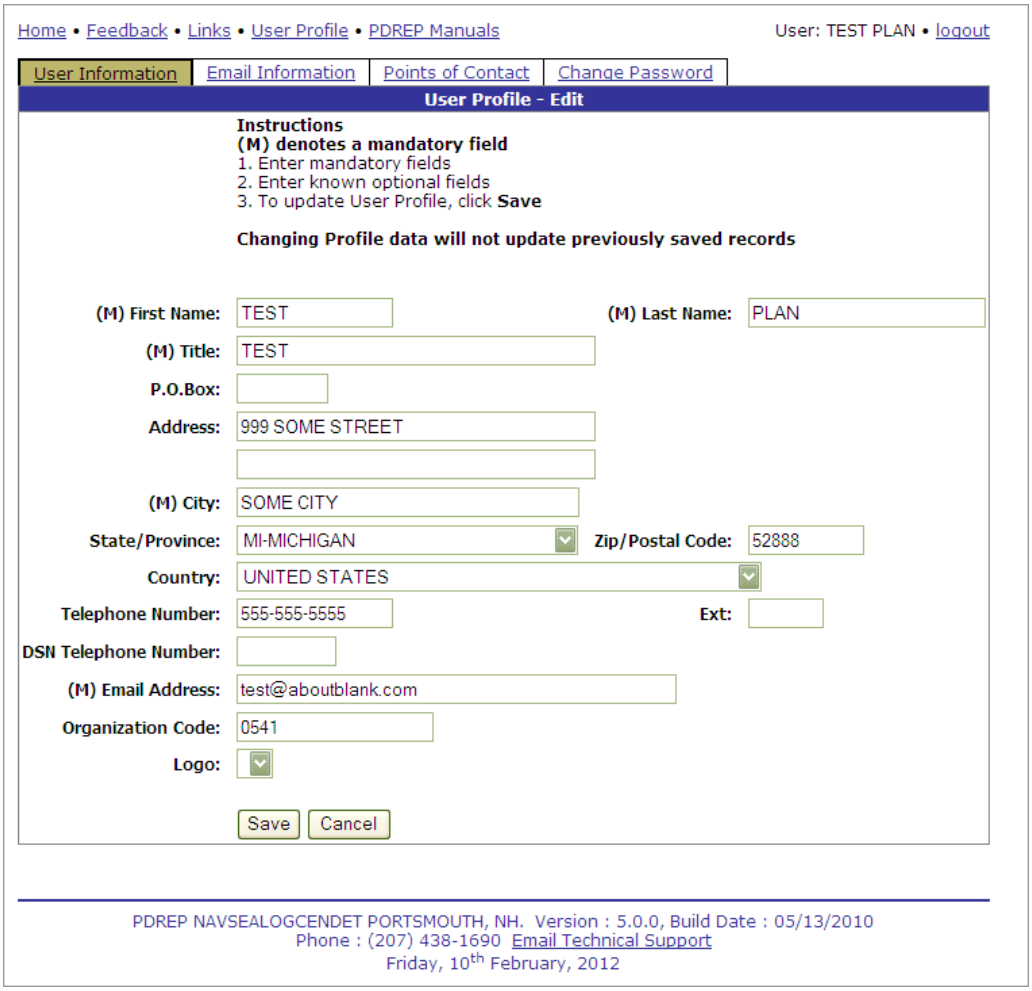

Figure 2.2
c. To edit or update any of this information, click on the "Click here" link above your contact information. The User Profile – Edit page will display (Figure 2.2).
The first tab contains the most critical User Information (Figure 2.2). You should ensure that your contact information is accurate, particularly phone and e-mail. Organization Code can be critical to the operation of the Worklist so if your organization uses a consistent set of office codes or team designators then please enter this code here. The Logo selected will appear on any formal PDREP letters that you may generate (not currently used by Originators).